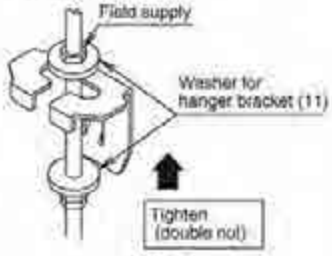

Fig. 6
(1) Install the indoor unit temporarily.
Make sure to securely fix the hanger with the nut and the washer for hanger bracket (11) from the upper and lower side. **(Refer to Fig. 6)**